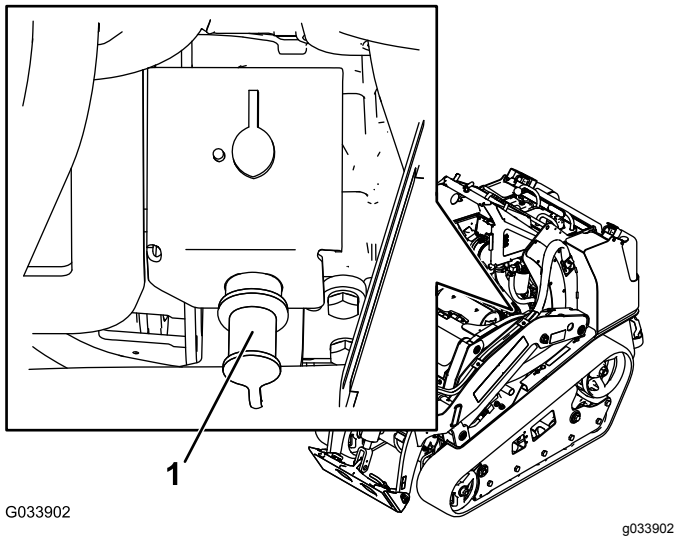

**Figuur 52**
2. Verwijder de kap van de pool voor de startkabel (Figuur 52).
3. Sluit één uiteinde van de plus (+) van de startkabel aan op de pool voor de startkabel (Figuur 52).